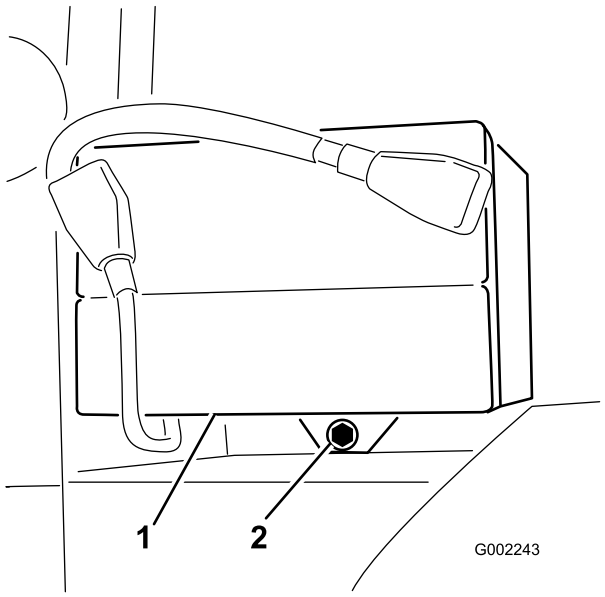

Bild 47
2. Nehmen Sie die Batteriehalterungen und -befestigungen ab (Bild 47).
3. Setzen Sie die Batteriehalterung auf und befestigen Sie sie mit den drei vorher entfernten Befestigungen (Bild 47).